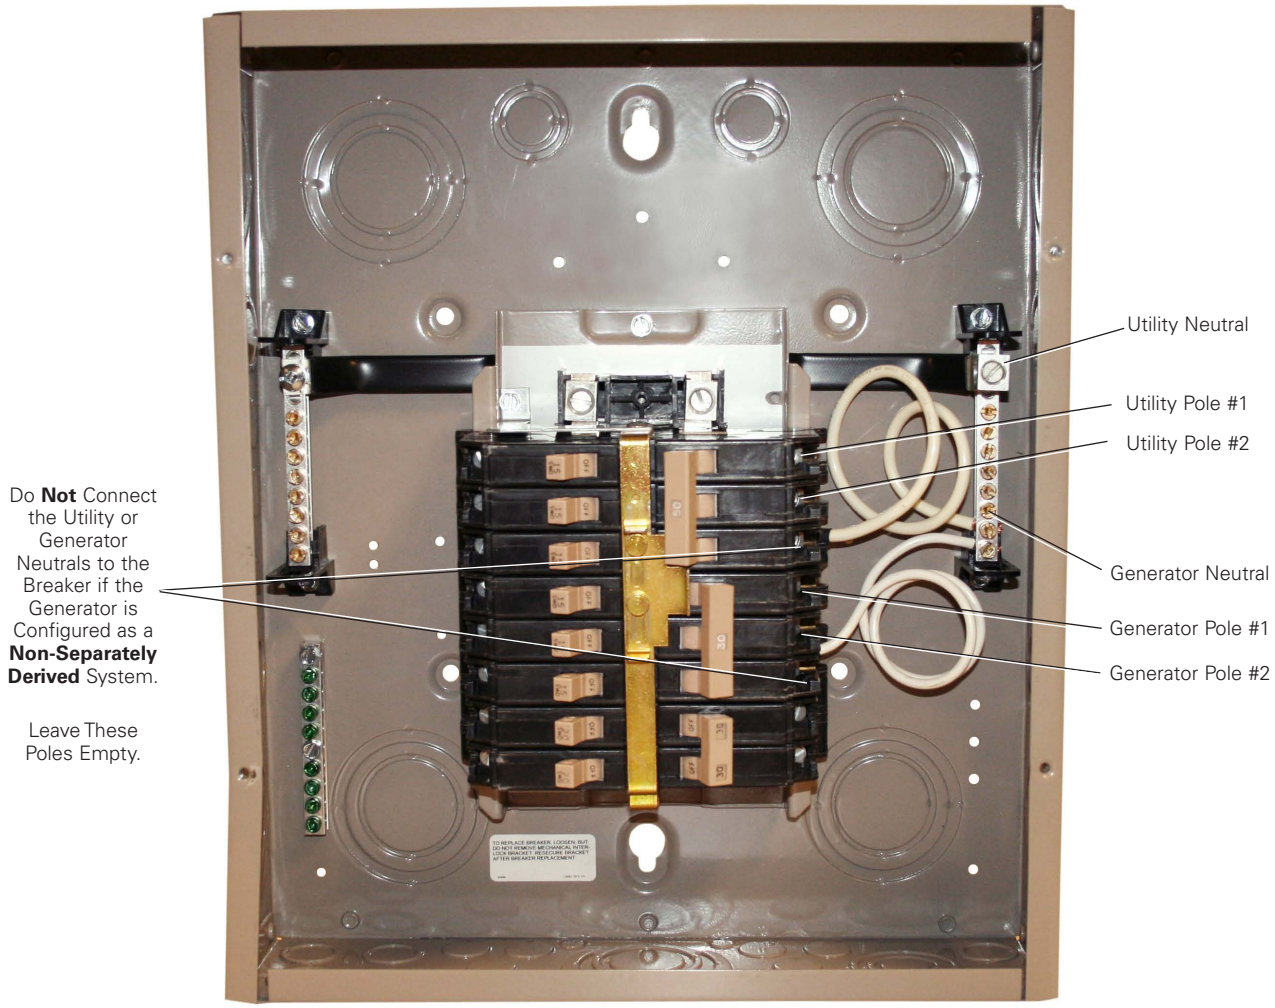

**Figure 3. Connection Locations for a Separately Derived System.**
a. Connect the two hot wires from the utility to the utility breaker poles #1 and #2. Connect the utility neutral to the utility neutral lug. See Figure 3 for clarification.
b. Connect the two hot wires from the generator to the generator breaker poles #1 and #2. Connect the generator neutral to the neutral bar. See Figure 3 for clarification.